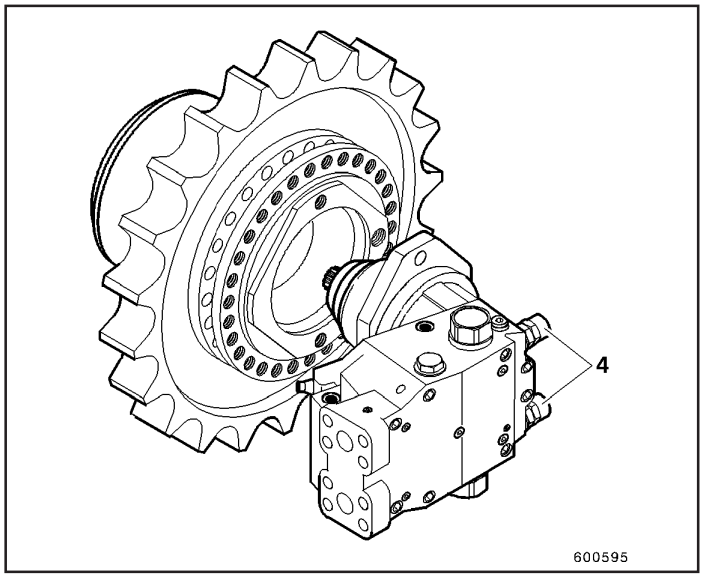

Fig.5
- Mova o motor de translação para frente e para trás contra os freios bloqueados e verifique as válvulas secundárias (4, Fig. 5) à 390 bar. Reajustar se necessário.